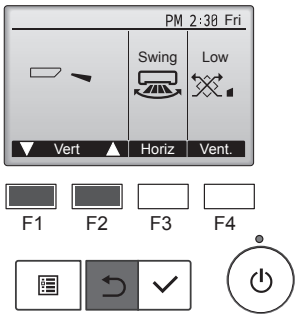

Fig. 7-4
② Pulse el botón [ACEPTAR] para visualizar la pantalla de funcionamiento Lama, y luego pulse los botones [F1] y [F2] para comprobar el sistema automático de desviación del aire. (Fig. 7-4)